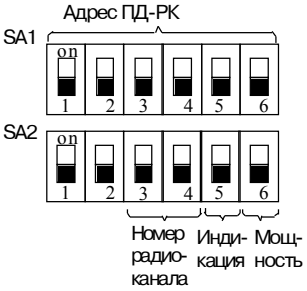

Рисунок 74
- Установите на ДИП-переключателях, расположенных в углублении основания со стороны задней стенки (рисунок 74), номер радиоканала, адрес извещателя. Установите переключатель управления мощностью в положение ON (режим пониженной мощности) (рисунок 74);